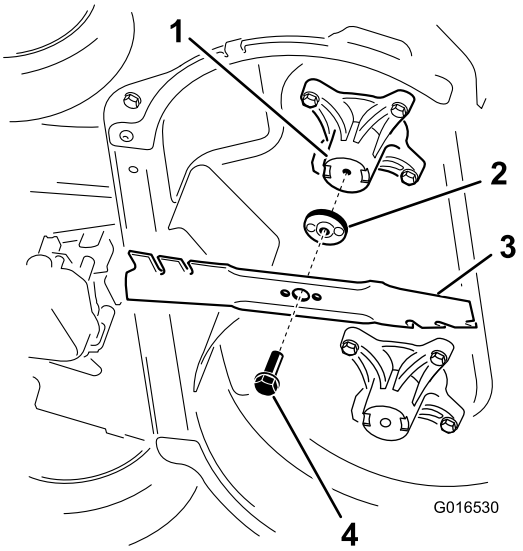

Figura 39
2. Rimuovete ogni lama come mostrato in Figura 39.
1. Montate la prima lama in posizione orizzontale, usando la bulloneria di montaggio come mostrato in (Figura 39).